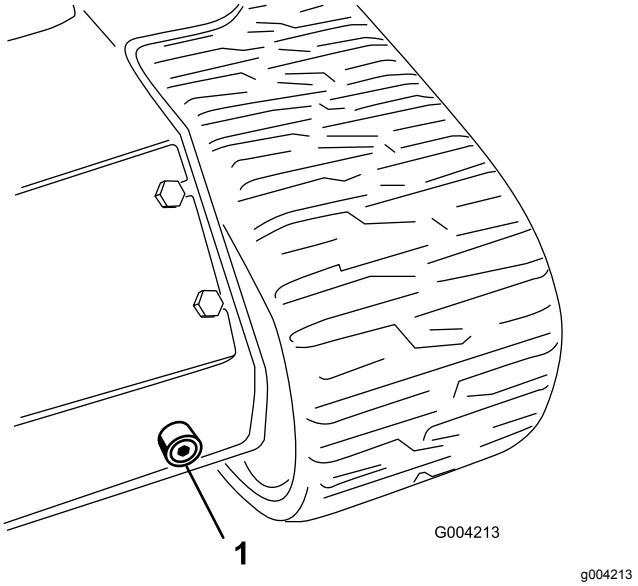

**Figure 63**
6. Place a large drain pain capable of holding 57 L (15 US gallons) under the drain plug on the front of the machine (Figure 63).
7. Remove the drain plug and allow the oil to drain into the pan (Figure 63).